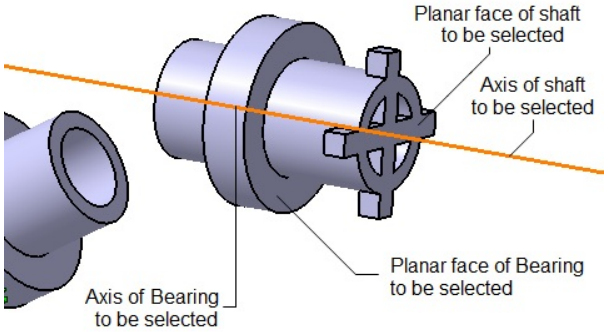

Figure 16-76 *Axes and planes to be selected for creating the Revolute Joint*
2. Select the central axis of the Bearing, as shown in Figure 16-76; you are prompted to select the second line.
3. Select the central axis of the Right shaft, refer to Figure 16-76; you are prompted to select the first plane.
4. Select the planar face of the Bearing, refer to Figure 16-76; you are prompted to select the second plane.
5. Select a planar face of the Right shaft, refer to Figure 16-76.